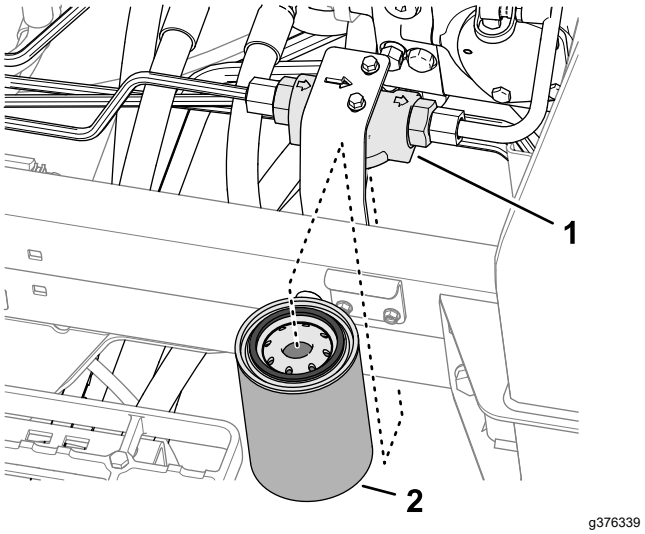

Figuur 146
3. Plaats een opvangbak onder het laadfilter aan de linkerkant van de machine (Figuur 146).